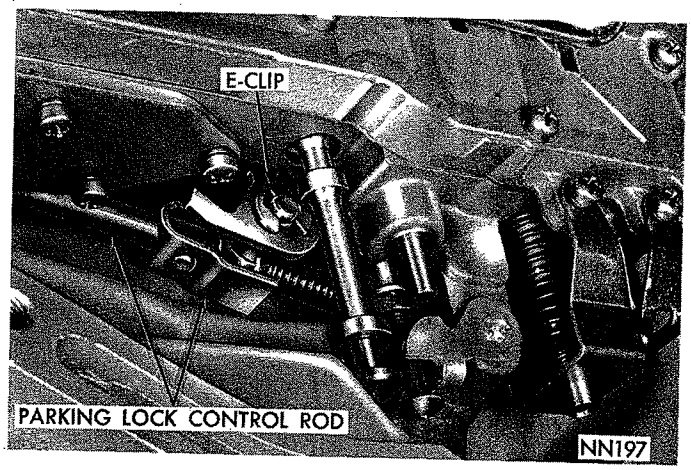

*Fig. 47—Parking Lock Control Rod Retaining E-Clip*
(4) Remove E-clip (Fig. 47), securing parking lock rod to the valve body manual lever.
(5) Place a drain pan under transmission, then remove the ten hex-head valve body to transmission case bolts. Hold valve body in position while removing the bolts.
(6) While lowering valve body down out of transmission case, disconnect parking lock rod from the lever.